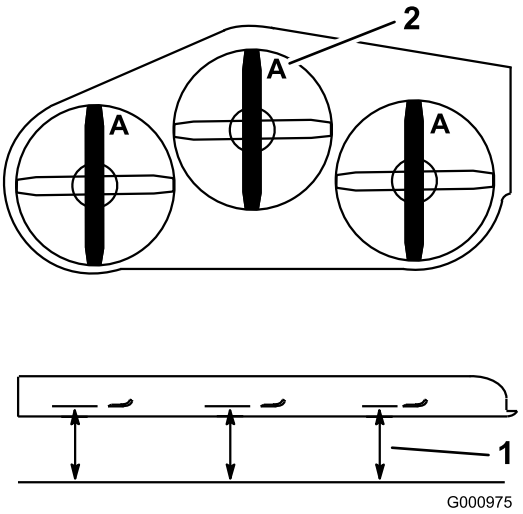

Figur 77
4. Mål fra en jevn overflate til kniveggen, posisjon **A**, på kniven (Figur 77).